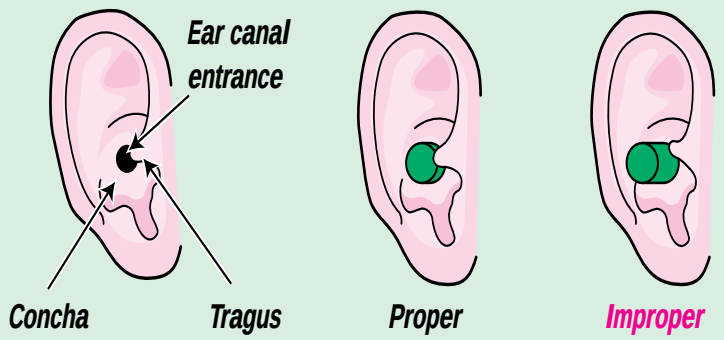

Figure 3.—Key features of the external ear (pinna and ear canal) along with demonstration of a proper and improper fit of a foam earplug.
The simplest, but least accurate method to assess the fit of a foam earplug is to visually (for the fitter) or with the fingertips (for the wearer), check the position of the end of the plug relative to the tragus and concha (see Figure 3). If the outer end of the plug is flush with or slightly inside the tragus, this generally indicates that at least half of the plug is in the canal and the fit is proper. If most of the plug projects beyond the tragus and into the concha, the insertion is probably too shallow. Since tragus-to-ear canal dimensions vary significantly, this check is not a foolproof indicator.
***Premolded earplugs**:* When initially inserting premolded earplugs the fitter should be able to easily detect gross errors in sizing. Ear gauges are available from some manufacturers of premolded earplugs to aid in this process. Plugs that are much too small will tend to slide into the canal without any resistance, their depth of insertion being limited only by the fitter's finger and not the plug itself. Overly large plugs either will not enter the canal at all or will not penetrate far enough to allow contact of their largest (outermost) flanges with the concha (see Figure 3). With certain premolded multiple-flanged earplugs, however, it is unnecessary for the outermost flange(s) to seal the ear to obtain a proper insertion and fit for those with small to extra-small ear canals.